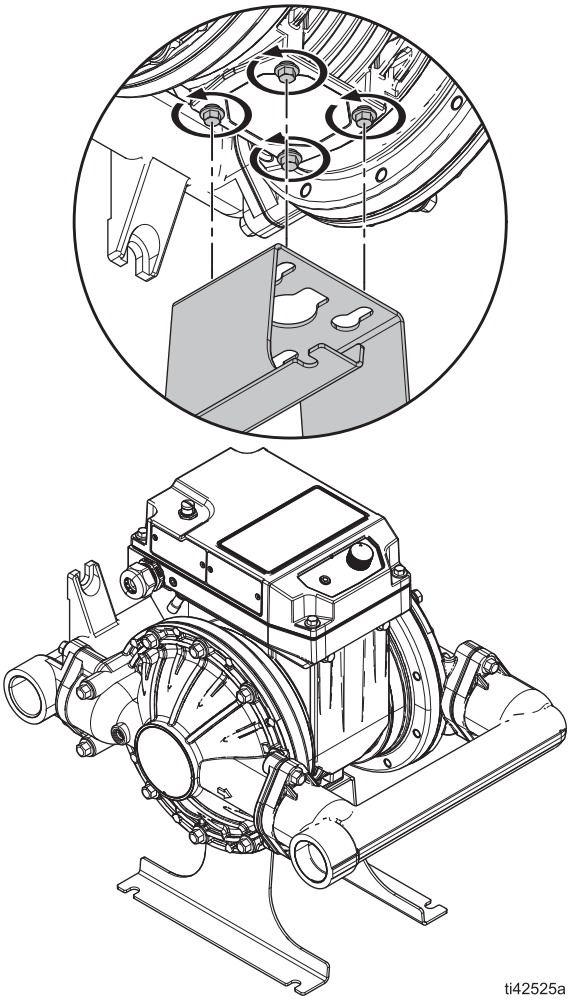

图 1. 维护支架
a. 确保控制旋钮 (22) 转至关闭 (0)。
6. 可选：将泵的背面（ 与马达相对的一侧 ）安装到维护支架上（ 参见**维护支架**，第 36 页 ）。这样可以将泵朝上固定，有助于轻松地使用泵和马达。支架可以通过脚上的安装孔安装到工作台上。参见图 1。